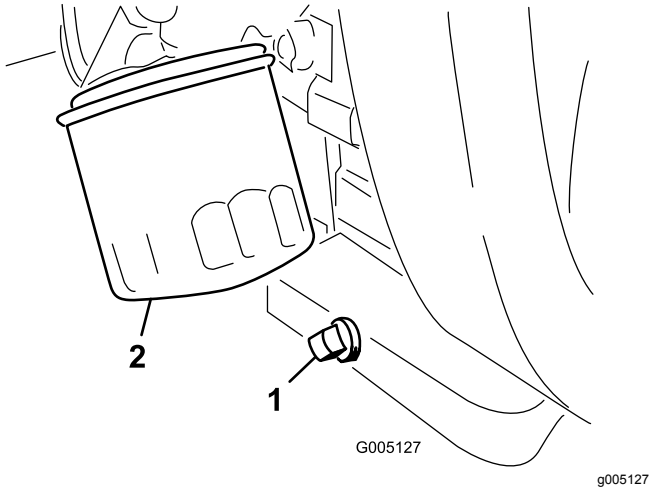

**Figuur 34**
1. Verwijder de aftapplug (Figuur 34) en laat de olie in een opvangbak lopen.
2. Maak de schroefdraad van de aftapplug schoon, breng PTFE afdichtmiddel aan en monteer de aftapplug (Figuur 34).
3. Verwijder het oliefilter (Figuur 34).